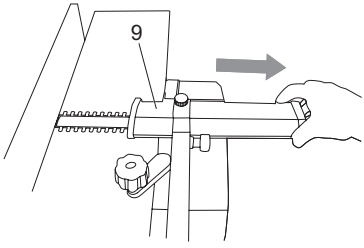

Fig. 23
> Deslize a proteção da lâmina (9) para fora até ao fim. (Fig. 23)